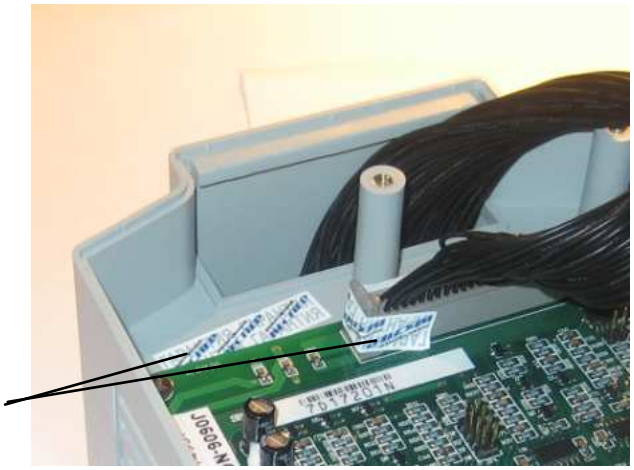

Рис. 8.3. Положение ремонтных гарантийных наклеек.
8.15. Наклеить ремонтные гарантийные наклейки в соответствии с рис. 8.3.